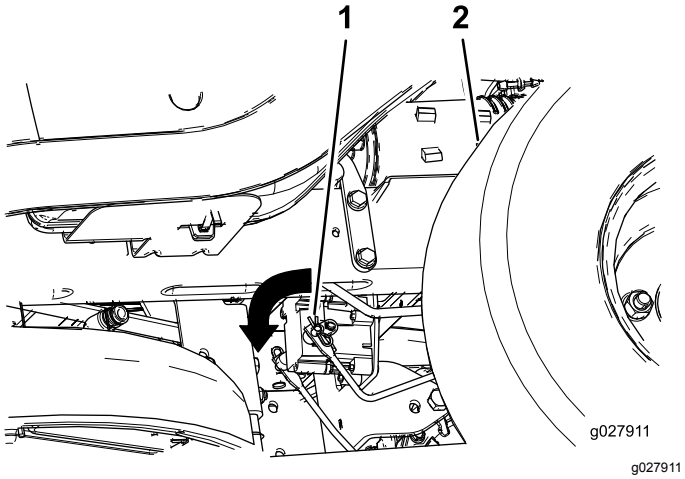

**Figur 50**
2. Find det sted på den elektriske bremses aksel, hvor bremseforbindelsesarmen er tilsluttet (Figur 50).